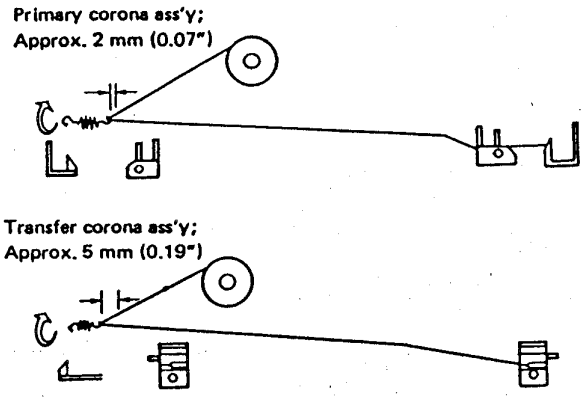

Рис. 4-53
5) Закрепить петлю как показано на рис. 4-53 и размотать проволоку до другого конца рамки, заправив проволоку в У-образную канавку детали регулировки высоты. Удвоить проволоку показанным образом и зацепить проволоку натяжной пружиной коронной проволоки в положении, показанном на рисунке, затем скрутить пружину три-четыре раза с образованием петли.